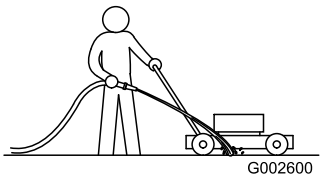

Bild 40
1. Lassen Sie den Motor auf einer flachen, befestigten Oberfläche laufen und sprühen Sie Wasser vor das **rechte** Hinterrad (Bild 40).